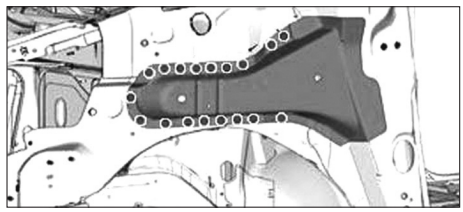

**FIG. 42**
• Souder par points électriques **(Fig.42)**.